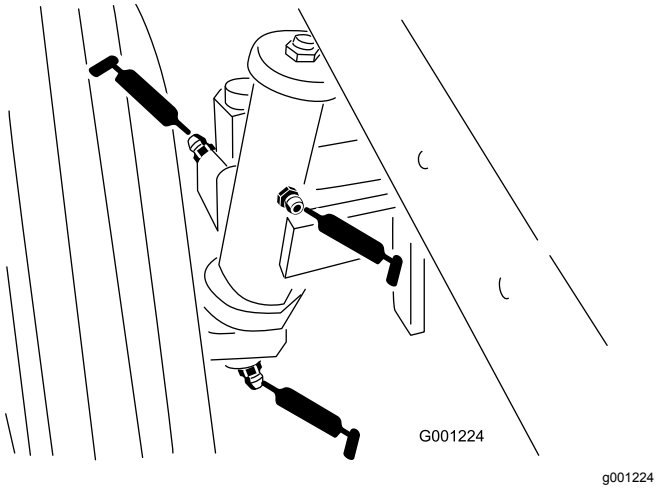

Figur 40
- Baghjulenes spindelbøsninger (Figur 40)